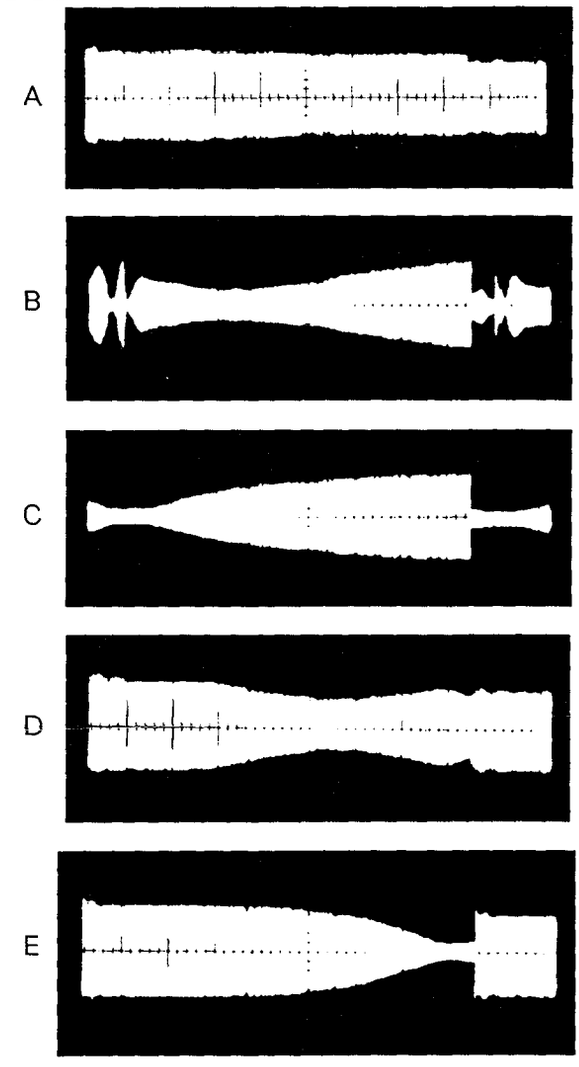

Abb. 3-2-1 F0D048~052
3-2-1 Einstellung der Umlenkrolle (siehe Abb. 3-2-1)
C. Die FM Form sollte wie in Abb. 3-2-1 gezeigt vorhanden sein.
3-2-3 Einstellung der Umlenkrolle Ablaufseite (siehe Abb. 3-2-1)